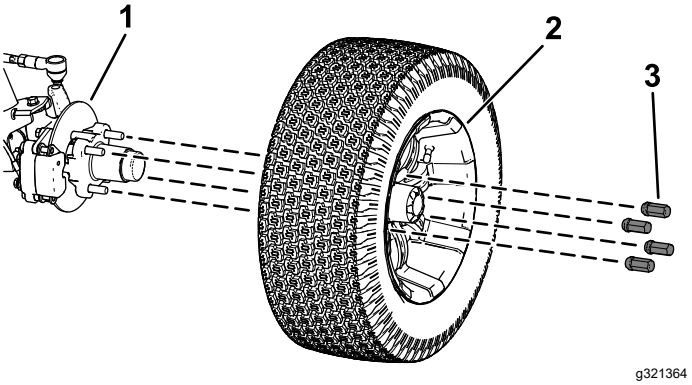

Figuur 34
2. Verwijder de 4 wielmoeren waarmee het wiel aan de naaf bevestigd is (Figuur 34).
4. Lijn de openingen in het wiel uit met de bouten van de naaf en monteer het wiel op de naaf met het ventiel naar buiten gericht (Figuur 34).
5. Bevestig het wiel aan de naaf met de wielmoeren (Figuur 34).